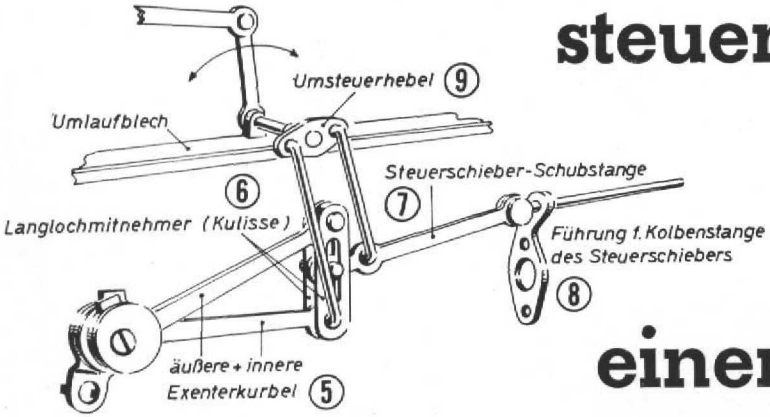

Abb. 1. Unmaßstäbliche Instruktionsskizze von der T 3-Steuerung (Modellausführung).
Von der Umsteuerwelle werden auf jeder Seite 2 Gestänge (Hängeeisen) betätigt. Nach Abb. 1 hebt z. B. das eine Gestänge die exzentrisch gelagerten Schwingen (Kurbeln), die durch einen Langloch-Mitnehmer (Kulisse) miteinander verbunden sind, während dann das andere Hängeeisen die Steuerschieber-Schubstange senkt. Diese Schubstange muß also in dem Langloch der Kulisse, der Verbindung beider Kurbeln, auf- und abgleiten können. Dies ist der wiedergefundene Vorgang.
Für den weiteren Zusammenbau wird die innere Kurbel um ca. 0,4 mm nach außen gekröpft und die äußere Schwinge um den gleichen Betrag nach innen, damit die Kulisse (6), die ja nach Abb. 1 aus zwei gleichen Teilen besteht, nachher senkrecht steht.
In die Steuerschieber-Schubstange (7) wird ein Stift eingelötet, dessen Durchmesser den Schlitzen entspricht. Erst nach der Montage der Einzelteile wird er auf die dann notwendige Länge gekürzt. Nach der Übersicht in Abb. 1 nehmen die beiden Langlöcher den Stift der Steuerschieber-Schubstange auf. Zwischen die **oberen** Bohrungen wird die **äußere** Kurbel (5) mit der Kröpfung nach **innen** drehbar gelagert und zwischen den unteren Bohrungen läuft die innere Kurbel mit der Kröpfung nach außen. Um die Gelenke der Kurbeln nicht mit den beiden Kulissenteilen zu verlöten, empfiehlt es sich, beiderseits der Kurbeln etwas geöltes oder gewachstes Papier aufzustecken, welches ein Durchlaufen des Lotes verhindert. Heißen Kolben und ganz wenig Tinol verwenden! Nun erst wird der Stift der Schubstange auf Länge befeilt.
Abb. 1 und 2. Auf der Anlage des Herrn Wirths fahren ab jetzt z. B. die E 10 mit 1 Bügel, jedoch eine E 45 (E 18 oder E 94) mit 2 Bügeln, also genauso, wie es z. Z. noch bei der DB Usus ist.